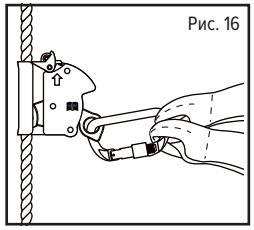

Рис. 16
- К отверстию главного рычага присоединить овальный карабин и соединить им обе петли переднего элемента крепления для остановки падения страховочной привязи (рис. 16).